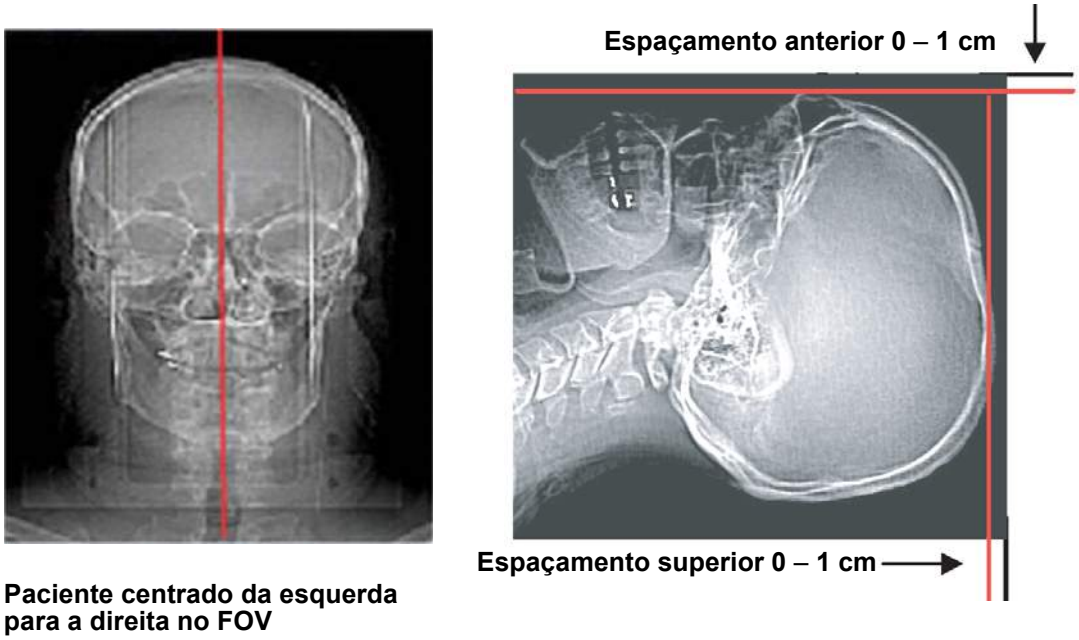

Figura 4 Campo de Visão (FOV) para o tratamento de Rastreamento do Crânio 6D (linhas vermelhas apenas para ilustração)
2. Estabeleça o campo de visão (consulte a Figura 4 na página 5-11):